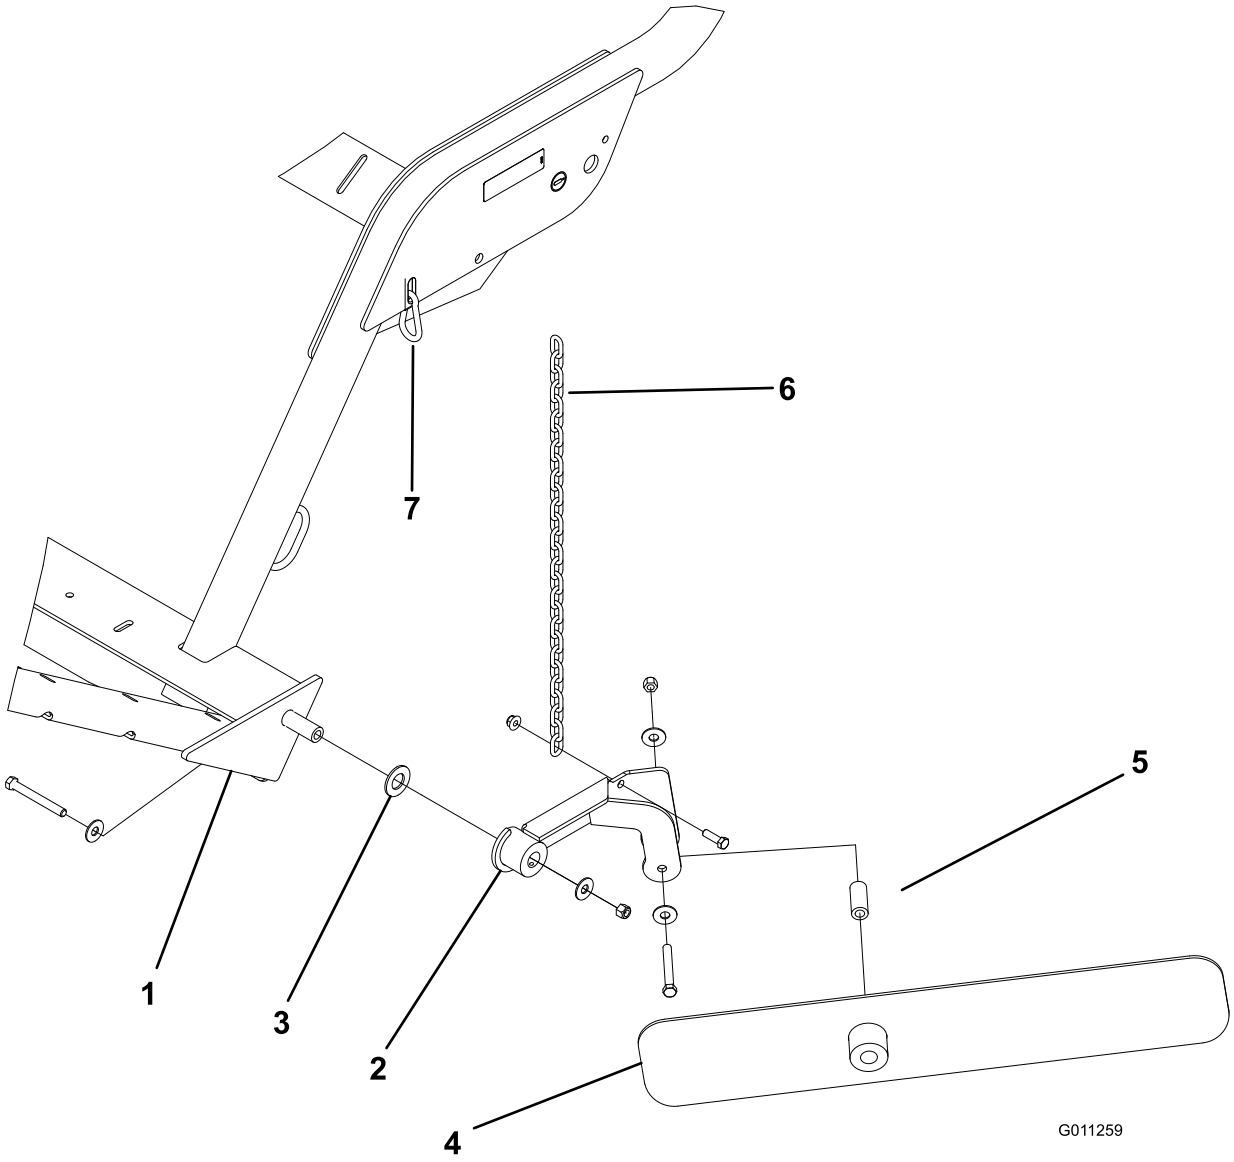

Figur 15
1. Fäst bladmonteringssatsen vid uppsamlarramens vänstra ände med en 7/16 x 3–1/4 tums bult, två små brickor, en stor bricka och en låsmutter. Placera komponenterna i enlighet med Figur 15.
2. Fäst strängläggningsbladet vid monteringsanordningen med en 7/16 x 3–1/4 tums bult, två planbrickor, en distansbricka och en låsmutter. Montera komponenterna i enlighet med Figur 15. Bladets längre ände ska placeras bort från uppsamlaren.
3. Fäst kedjan vid bladmonteringssatsen med en 3/8 x 1–1/4 tums bult och mutter (Figur 15).
4. Fäst kedjans andra ände vid öppningen i ramen med hjälp av snäppbygeln (Figur 15). När kedjan har fästs ska den ha ett visst slack.